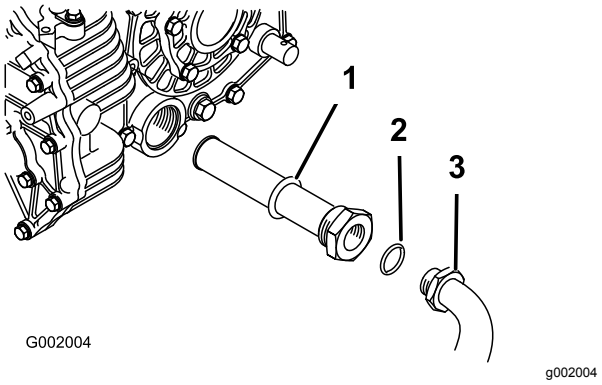

Rysunek 56
5. Odłącz wąż hydrauliczny i złączkę kątową 90° (Rysunek 56).